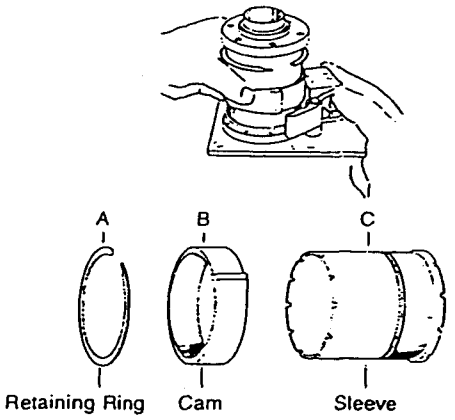

Figure 1 - Readjusting location of standard stop collar - CB-2, 4, 5, 6, 8, 10
Figure 1 shows an ideal CB mounting. The unit is locked to the ... shaft with a key and set screws. The mounting plate is ...rained from rotating with a pin, but is not restrained axially, ...ducing the load on the CB's internal plate bearing.
Figures 2 and 3 illustrate how proper support can be provided. Input members are generally face-mounted to the input hub of the unit as shown in Figure 1. This is facilitated by drilled and tapped holes provided in the free hub flange.
3. Mechanical binding of plunger.	3. A. Realign coil. This important step must be completed before proceeding to B. B. Set actuator/cam tip clearance at .010" to .030" with coil energized and apply light pressure to the control collar as shown in Figure 1. Note: For AC coils, the actuator should hit the ALS and bottom simultaneously. C. Replace coil assembly.